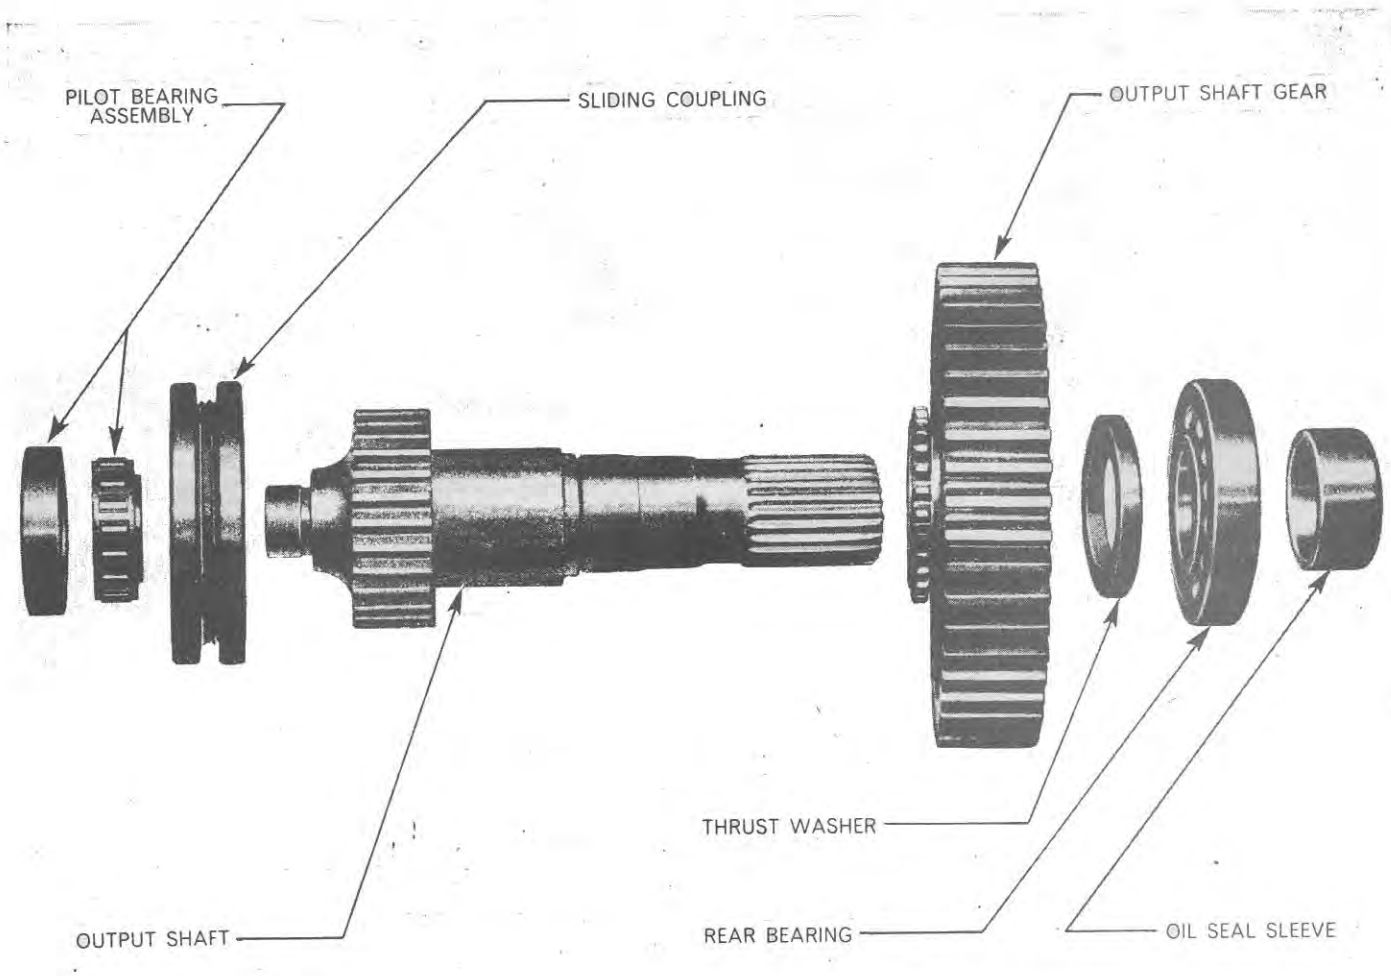
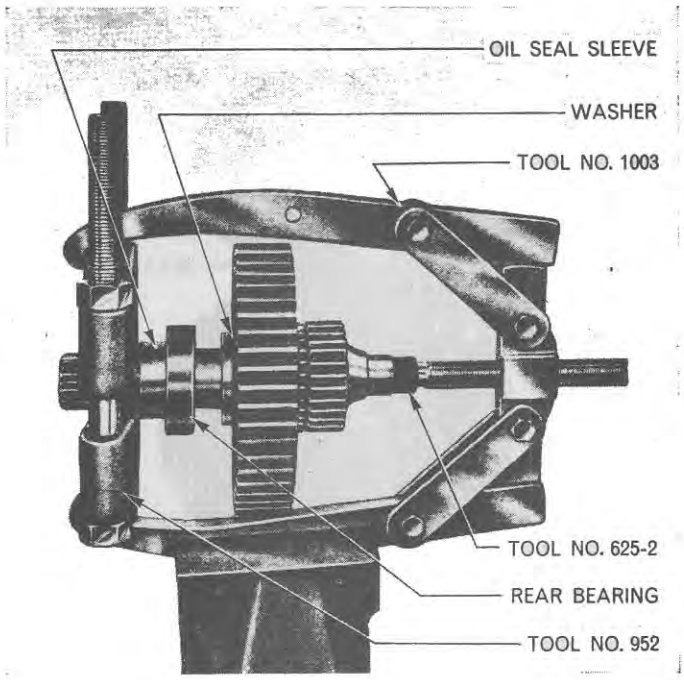

Figure 20
Figure 22
3. The output shaft oil seal sleeve, Figure 20, should be examined and, unless in good condition, a new part installed. (See Step 5 below.)
5. Position the output shaft gear on the shaft so that the dog-teeth on the gear adjoin the dog-teeth integral with the shaft, Figure 20. Assemble the thrust washer, aligning the flats on the washer with the flats on the shaft, and install the rear bearing and the oil seal sleeve, making sure the chamfered end of the sleeve faces away from the bearing. Draw the bearing and oil seal sleeve into position using Tools Nos. 1003, 952, 625-2, Figure 22.